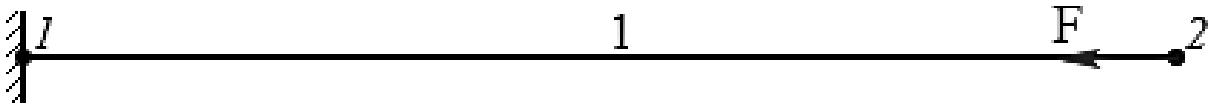

Рисунок 6.3 – Схема стержня к заданию 2
2. Дан жестко заделанный стержень (рисунок 6.3). К его концу приложена сила $\boldsymbol{F} = 30$, Н. Определить реакцию связей в жесткой заделке, построить эпюру продольных сил $\boldsymbol{N}$, Н.